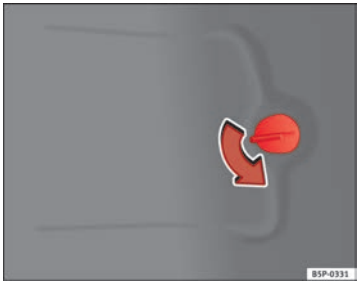

Fig. 193 Lights on vehicle body
– Open the cover of the luggage compartment side panel ⇒ Fig. 193.